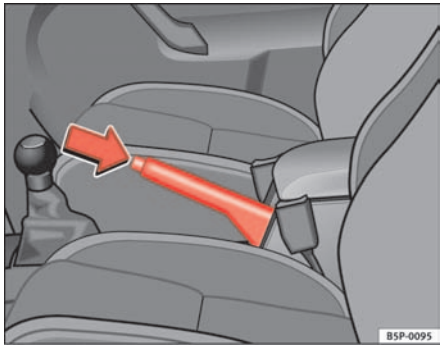

Fig. 140 Handbrake between the front seats
– Pull the handbrake lever up firmly ⇒ fig. 140.
– Pull the lever up slightly and press the locking knob in the direction of the arrow ⇒ fig. 140 and guide the handbrake lever down fully ⇒ ⚠.